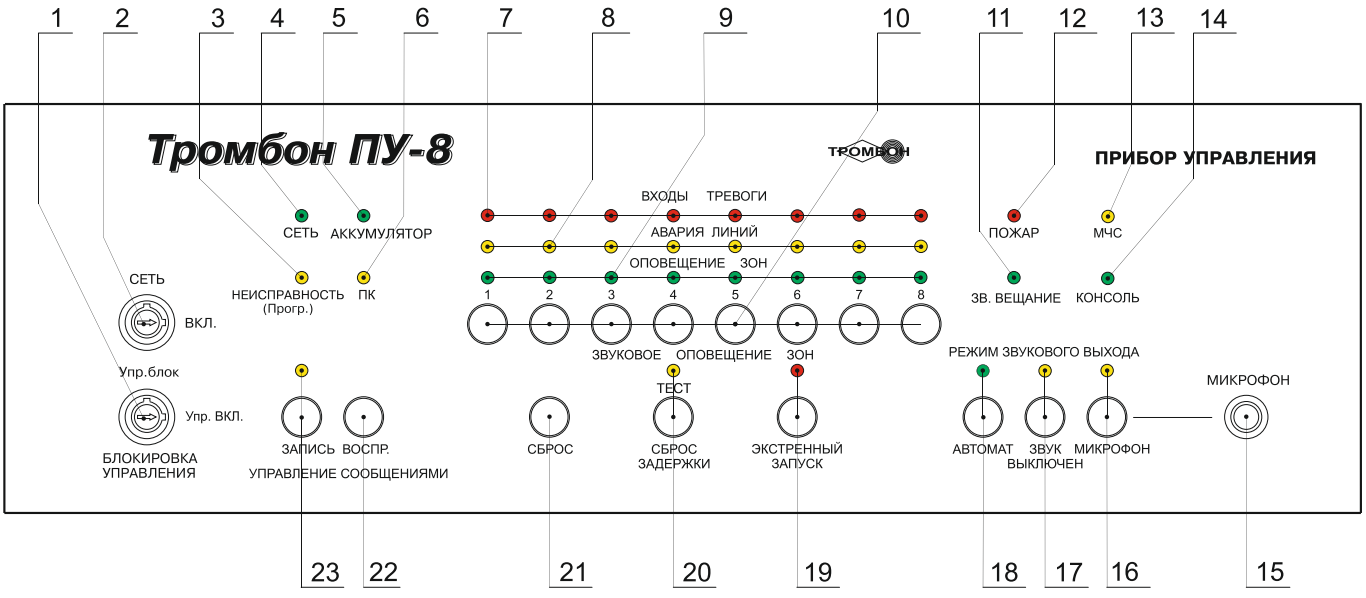

Рис. 1. Внешний вид ПУ «Тромбон ПУ-8» и расположение органов управления и индикации.
подключить столько выходов ППКП, сколько имеется зон оповещения. При получении от ППКП командного сигнала (замыкания) на любой из входов, прибор переходит в режим «Тревога» что подтверждается зажиганием индикаторов «Пожар» и индикаторов «Входы тревоги», соответствующих тревожным входам (рис.1 поз. 7, 12).
4. Другие значения сопротивления линии связи, воспринимаются прибором как авария линии связи с ППКП. На передней панели прибора зажигаются индикаторы «АВАРИЯ ЛИНИЙ», соответствующие номеру неисправных линии связи с ППКП и индикатор «НЕИСПРАВНОСТЬ» (рис. 1, поз. 3, 8). прибор включает реле на выходе «Авария» и периодически издает звук зуммера.